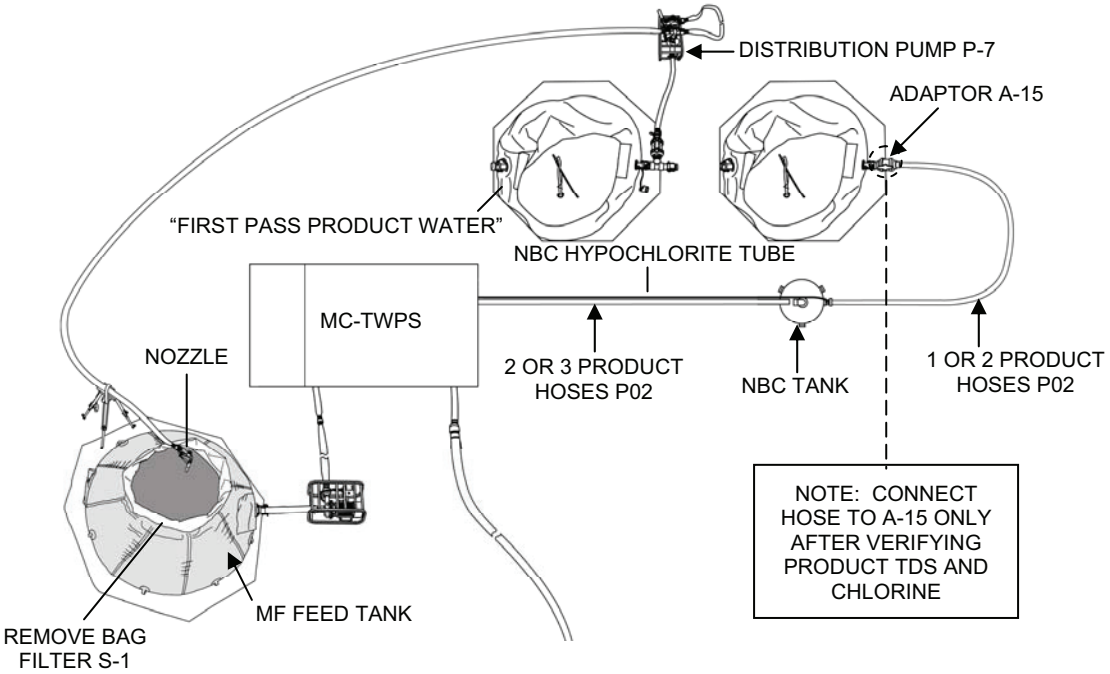

Figure 9. MC-TWPS Second Pass Set-Up for Double Pass NBC Filtration Using One TWPS.
d. MC-TWPS: move the distribution hoses as follows (Figure 9):